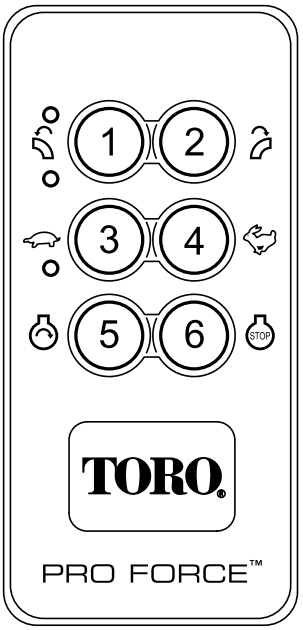

Figur 14
4. Knappen Motor, start aktiveras först när du trycker på startknappen medan aktiveringen av motorstart är påslagen. Du slår på aktiveringen av motorstart genom att utföra följande steg (Figur 14):